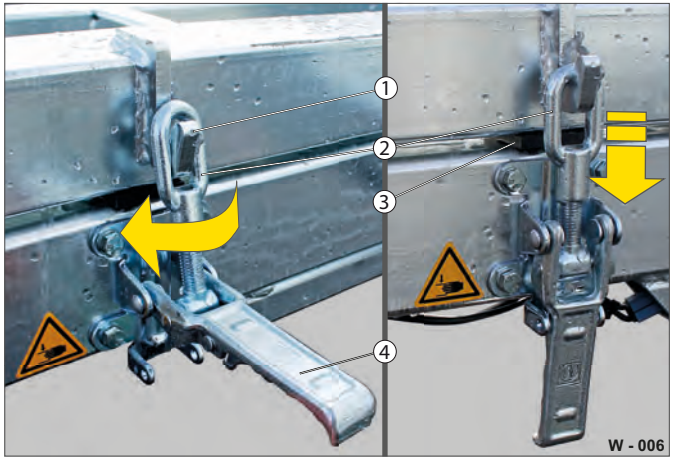

Fig. 6 Indstilling af excenterlukningerne
- Drej øjet (Fig. 6 /2) et par gevindomdrejninger ind.
- Luk lukkeanordningen: Håndtaget (Fig. 6 /4) skal være låst.